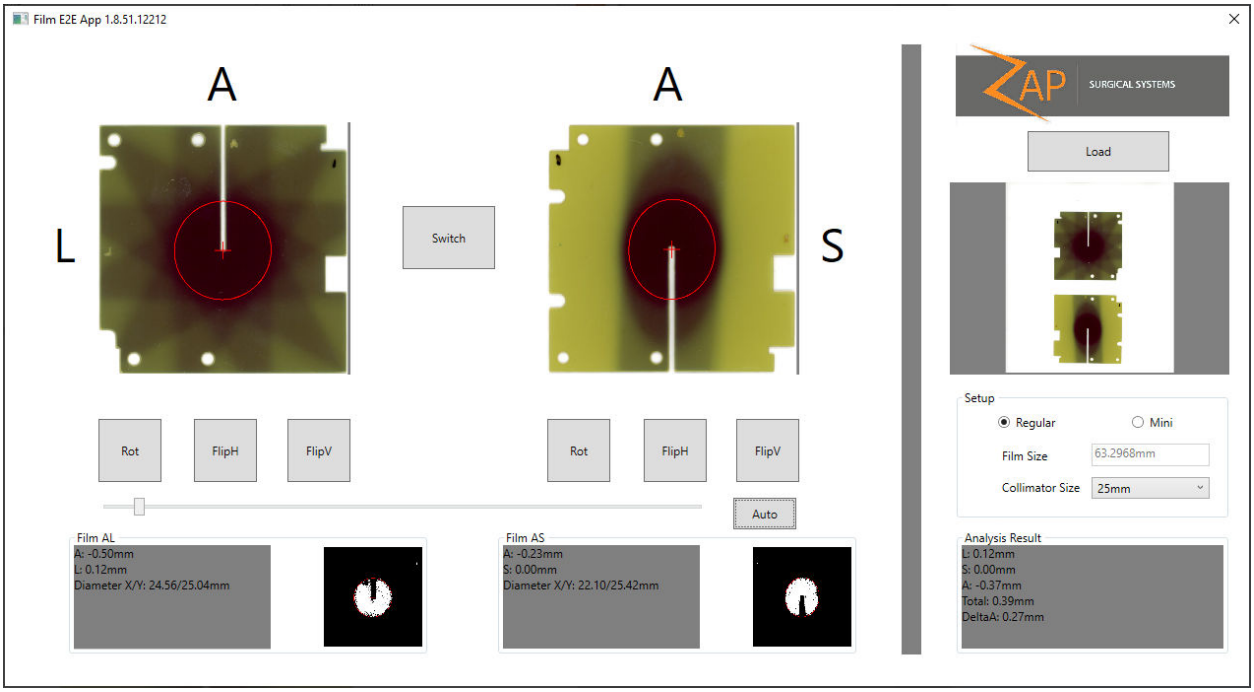

Figure 7-4 Logiciel d'analyse de film
Les utilisateurs peuvent choisir un logiciel d'analyse de film disponible dans le commerce pour l'analyse des résultats des tests de bout en bout. Le logiciel d'analyse de film en option fourni par Zap peut être utilisé pour calculer les erreurs de ciblage de bout en bout (voir Figure 7-4). L'analyse de film comprend les étapes suivantes :
2. Atteignez la plus petite valeur absolue du contour de dose en faisant glisser le curseur le long de la barre de défilement à gauche du bouton **Auto** (voir Figure 7-4). Le contour est le plus petit du côté gauche et le plus grand du côté droit.